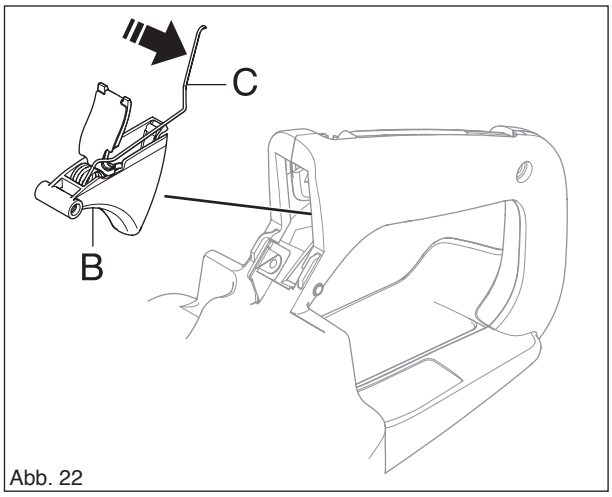

Abb. 22
Gashebel (B) und Feder (C) montieren (Siehe Abb. 22.).